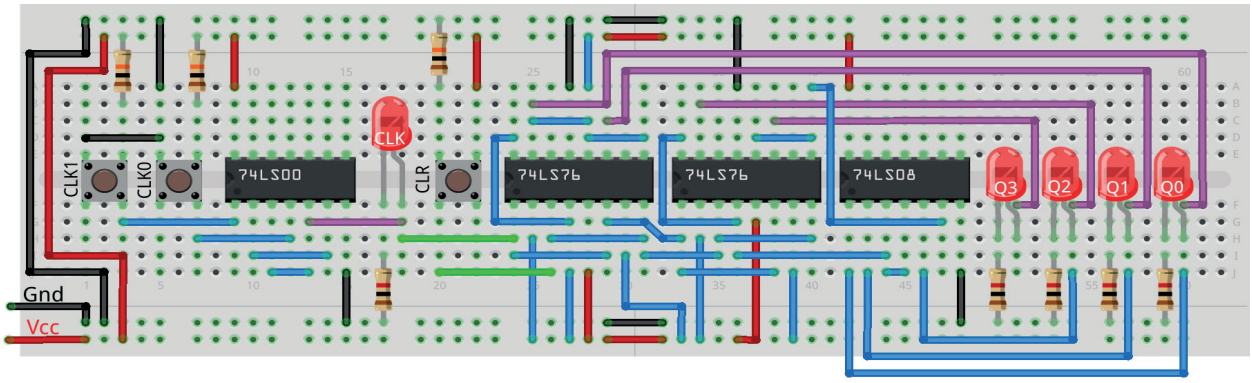

Figura 10.39 – Disposição dos componentes na placa de montagem.
1. Monte o circuito na placa de montagem, conforme figura 10.39.